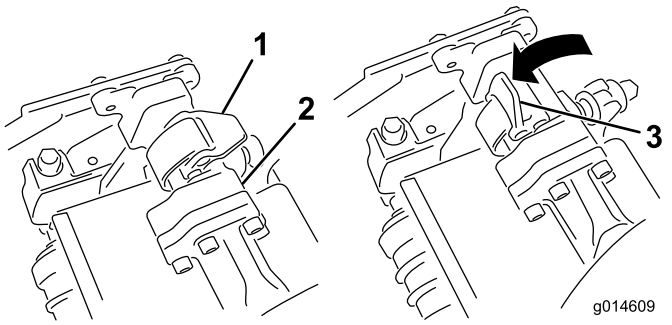
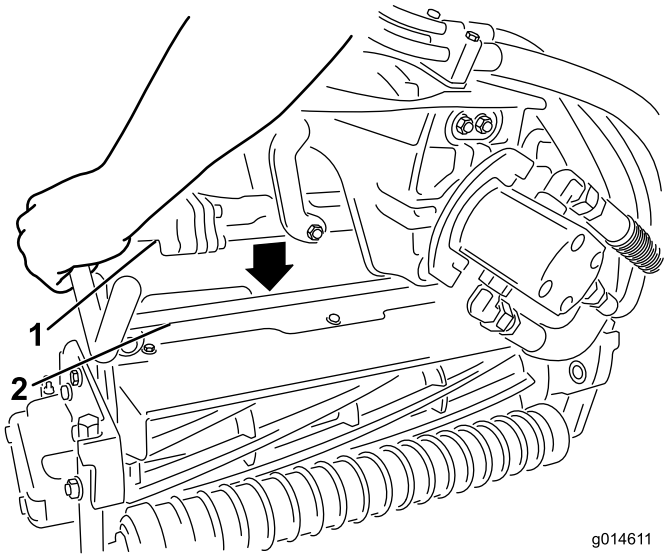

**Figuur 12**
**Figuur 13**
5. Zorg ervoor dat de vergrendelingen op de ophangarm omhoog wijzen (dus open staan) (Figuur 12), druk de ophangarm omlaag zodat de stang ervan over de stang aan de bovenkant van het maaidek valt (Figuur 13).
6. Sluit de vergrendelingen rond de stang van het maaidek en vergrendel ze (Figuur 12).